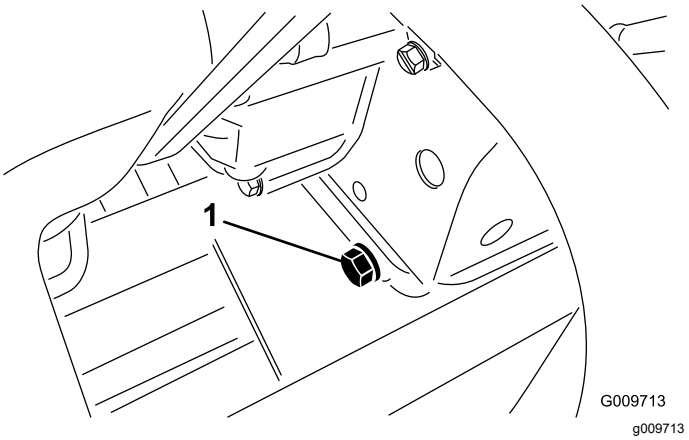

**Figur 89**
2. Fjern tappepluggen (Figur 89) og la oljen renne ut i en beholder.